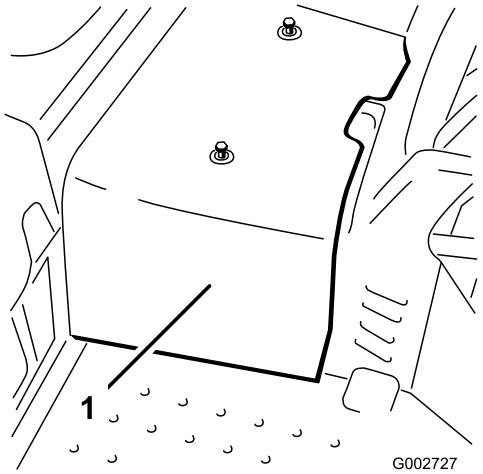

Figuur 32
2. Draai de 2 schroeven los waarmee het middelste scherm is bevestigd aan de machine en verwijder het scherm (Figuur 32).